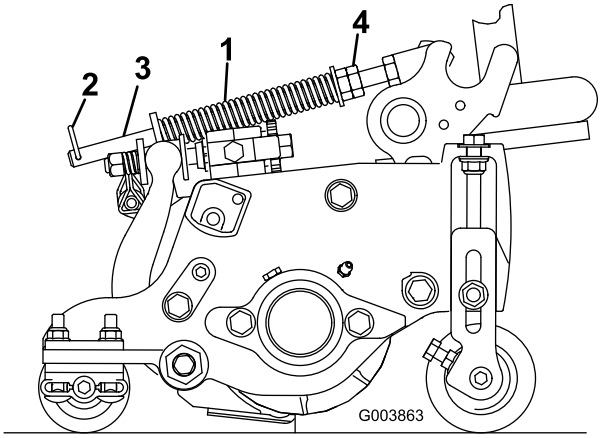

Figur 14
Gräsutjämningsfjädern (Figur 14) överför vikt från den främre till den bakre valsen och hjälper till att minska förekomsten av det speciella vågformade mönster i gräsmattan som kallas för ”ondulering” eller ”bobbing”.
1. Se till att hårnålssprinten sitter i det bakre hålet på fjäderstången (Figur 14).
2. Dra åt sexkantsmuttrarna på fjäderstångens främre ände, tills fjäderns sammanpressade längd är 15,9 cm i enlighet med Figur 14.